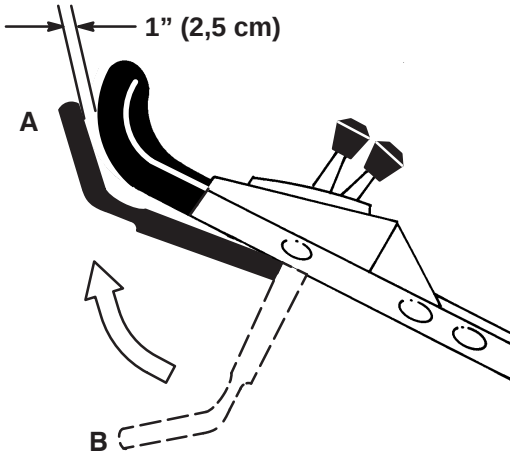

Figure 12
9. Lift control bar to the normal blade engaged position (about one inch below the handle) [Refer to position *A* in Fig. 12]). The fan-like noise indicates that the lawn mower blade is turning.